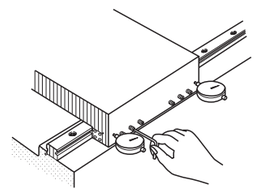

Fig. 37 Preload adjustment
❹Installing slide members on track rails
❺Final fixing of slide member Ⅱ
- While measuring the clearance with a dial gauge as shown in Fig. 37, tighten all preload adjusting screws starting from the screw in the center.